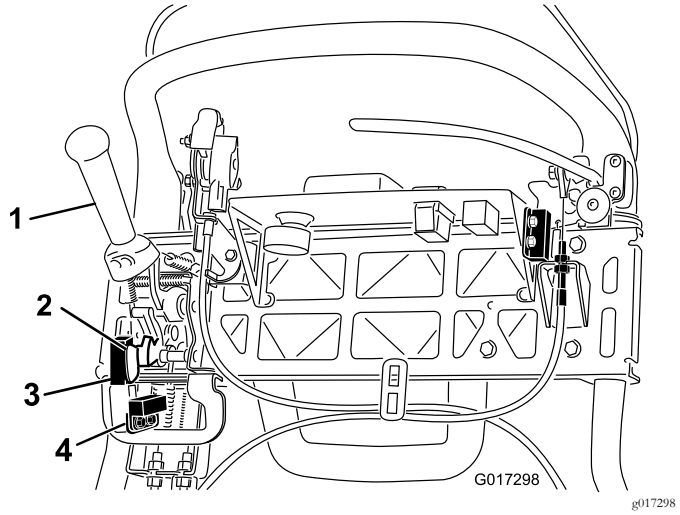

Rysunek 44
4. Poluzuj elementy mocujące wyłącznika blokady (Rysunek 44).
5. Umieść podkładkę o grubości 1,6 mm pomiędzy dźwignią jazdy a wyłącznikiem blokady (Rysunek 44).
4. Poluzuj elementy mocujące przełącznik koszenia (Rysunek 44).
5. Umieść podkładkę o grubości 1,6 mm między przełącznikiem koszenia a popychaczem przełącznika koszenia (Rysunek 44).